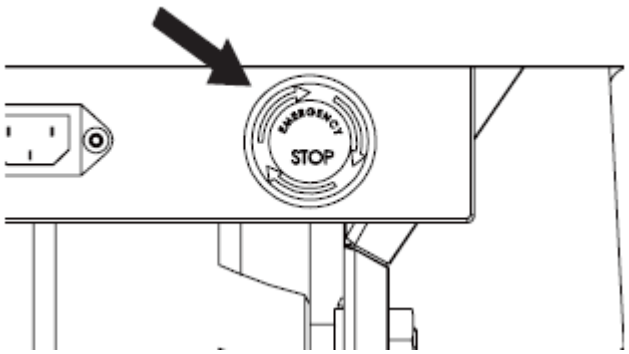

Rys. 9
1. Odblokuj wyłącznik bezpieczeństwa (Rys. 9).